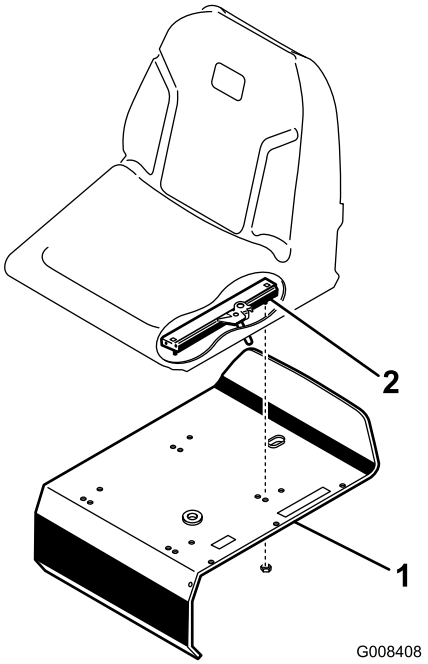

**Figur 3**
3. Fastgør sædets slæder til sædets bærende konstruktion med låsemøtrikkerne (5/16 tomme) (Figur 3), der er leveret som løsdele.